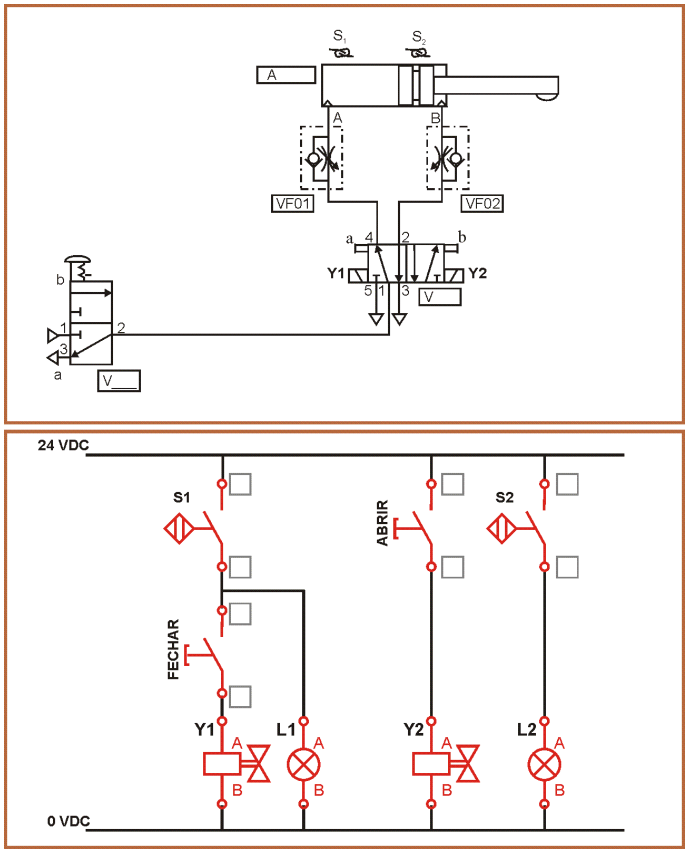

**Fig. 2 – Circuito electropneumático para implementação do mecanismo da fig. 1**
O circuito electropneumático apresentado na fig. 2 é uma possível solução para implementar este tipo de mecanismos.
**1b)** Tendo em conta o material disponível na sua bancada, implemente o circuito da fig. 2, e insira códigos numéricos onde adequado.
**1d)** Simule o circuito da fig. 2 no PneuSimPro.